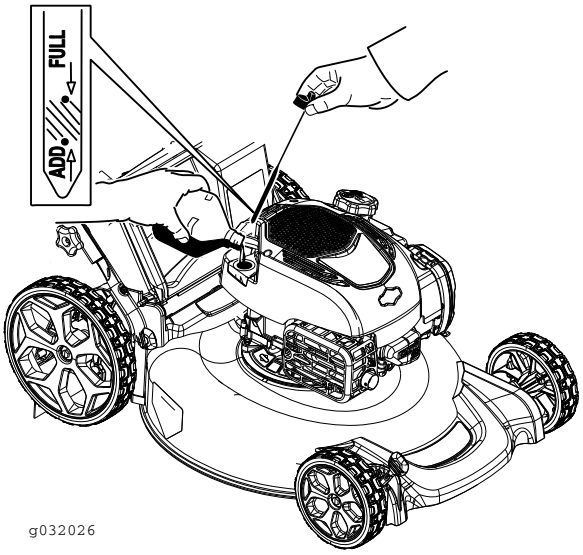

Figur 7
2. Fjern peilestaven (Figur 7), og hell olje i oljepåfyllingrøret til veivhuset er 3/4 fullt.
5. Ta ut peilestaven, og kontroller oljenivået på peilestaven (Figur 7).